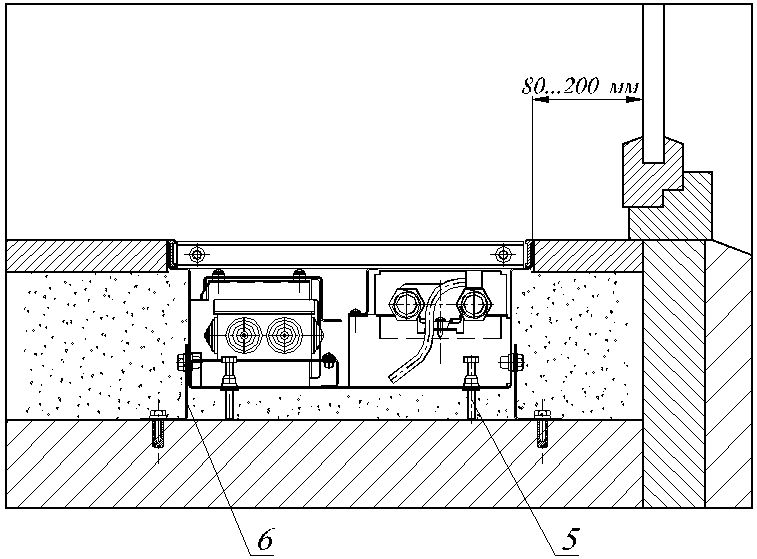

Рис.5
5.2. Конвектор монтируется в пол. Установить корпус конвектора в заранее подготовленный канал в полу и выровнять его по уровню пола, с помощью упорных болтов 5 закрепив опорами 6 (см. Рис.5).